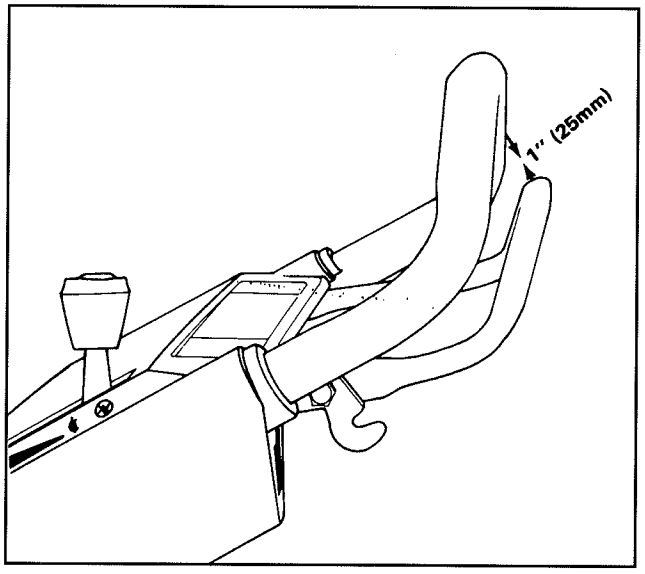

Figure 20
3. Pour vérifier le réglage du système de traction, ramener lentement la barre de commande vers le guidon. Le réglage est adéquat lorsqu'on rencontre une légère résistance quand la barre de commande est à environ 2,5 cm (1 pouce) du guidon supérieur (fig. 20).